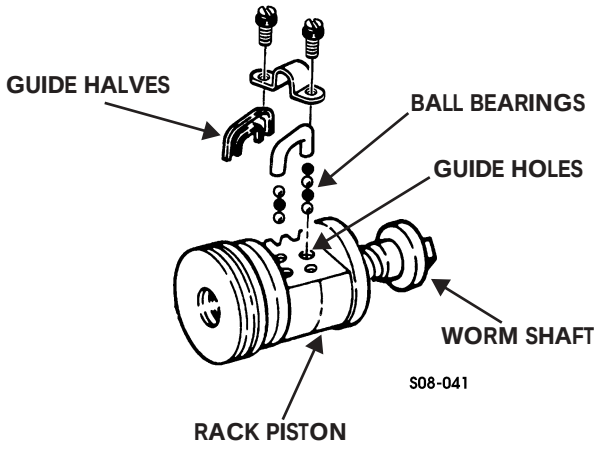

Figure 8-50: Worm Shaft
7. Alternately install eight black and chrome ball bearings into lower guide hole while rotating worm shaft counter-clockwise (Figure 8-50).